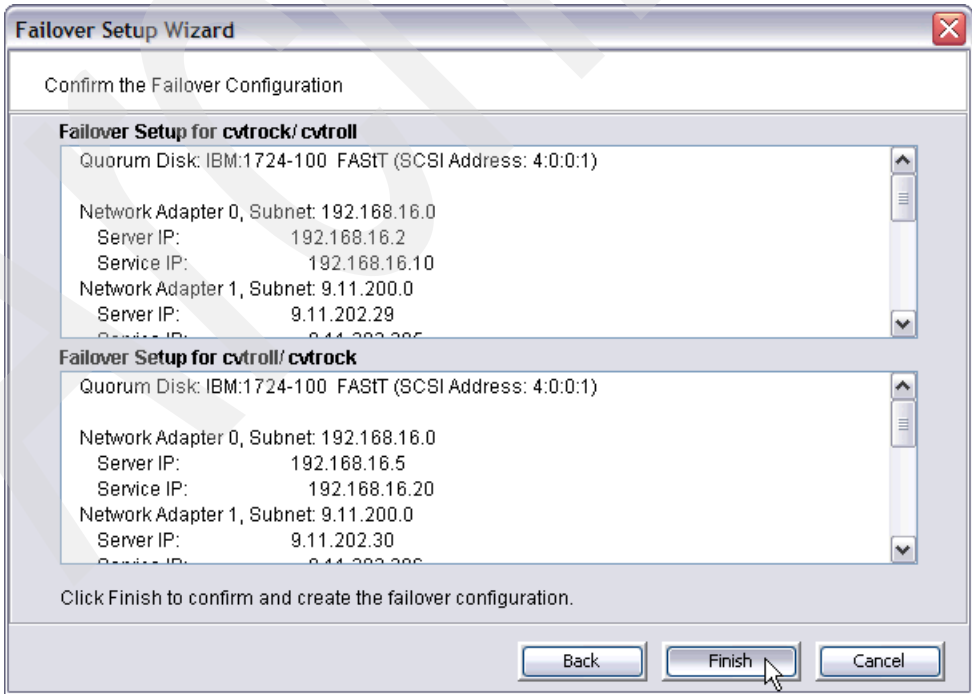

Figure 4-69 Confirming the settings of the Failover Setup Wizard
7. In the last panel (Figure 4-69), confirm the failover configuration. If you agree with the settings, click **Finish**. If not, click **Back** to make any necessary changes.